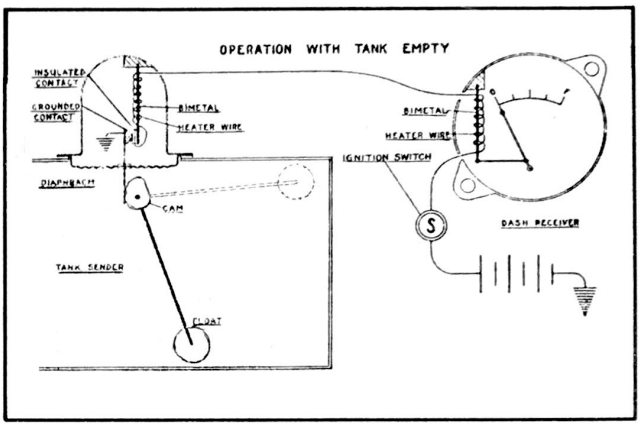
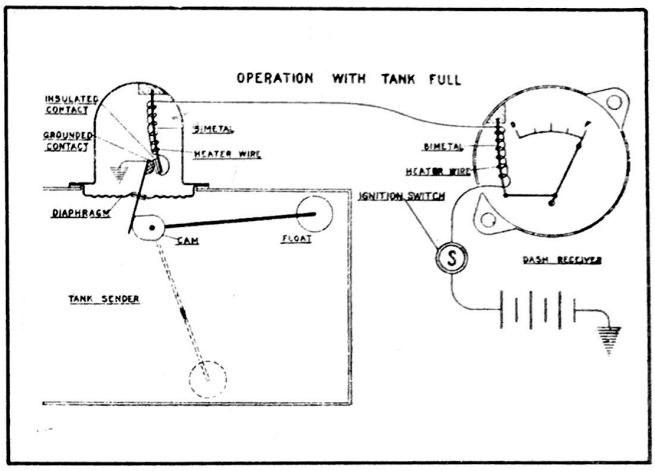

Figure 80
Figure 81
The fuel level gauge Fig. 80 and 81, is an electric type gauge using bi-metal arms on which heating coils are wound in both the tank and the dash unit.
1. Disconnect the lead of the tank unit on the car and connect this lead to the test tank unit and ground this tank unit to the car frame. Turn on ignition switch and operate tank unit float by hand. With the float of the tank unit at the bottom position the dash unit should register at the bottom mark on the dial, see Fig. 80. Move float rod up to top position and the dash unit being checked should move to top mark on the dial, as shown in Fig. 81. Allow one minute for dash unit pointer to come to rest.